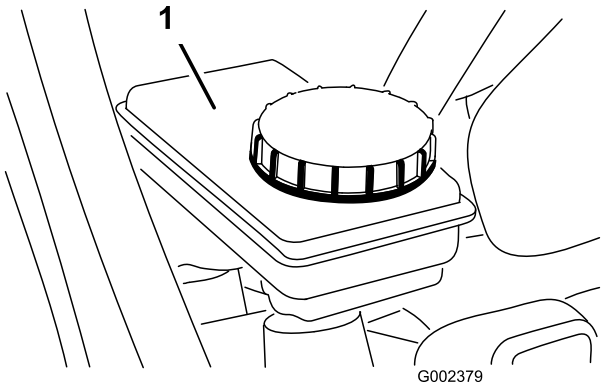

**Figur 23**
2. Væskestanden skal være op til linjen Full (fuld) på beholderen (Figur 23).